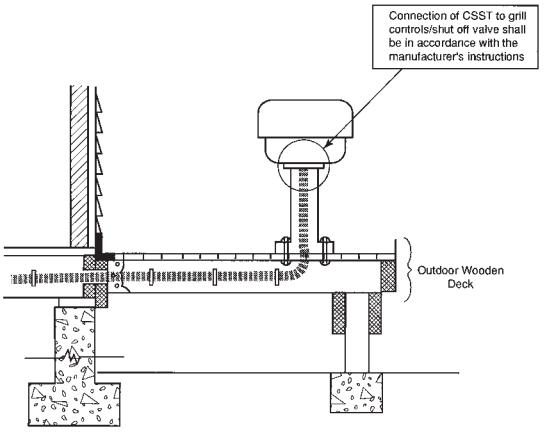

Fig. 4-59
b) Permanently mounted grills located on decks (Fig. 4-59) shall be connected to the CSST system as shown in the figure and in accordance with the manufacturer's instructions. The outdoor portion of the CSST run shall be supported against the side of any of the inside deck joists.